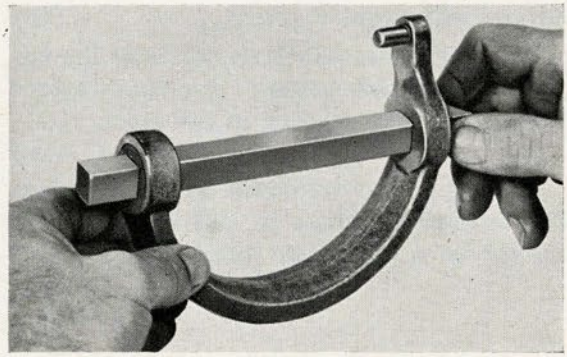
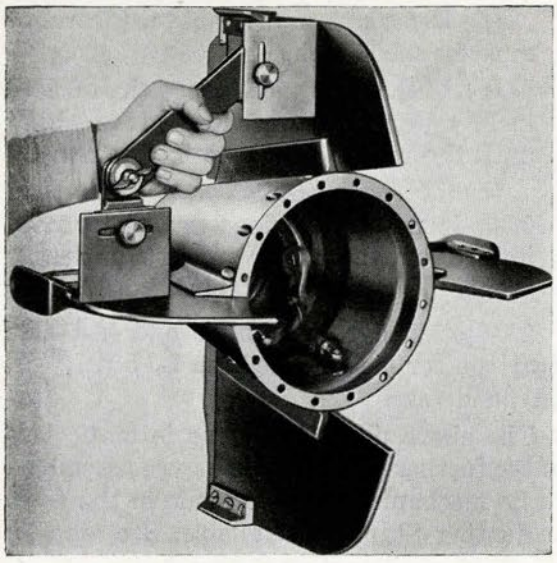

Figure 305
Figure 306
2. Check alignment of depth rudder yoke (Fig. 305). **(WE218)**
4. Work threads of adjusting eyes into threads of rudder adjusting rods with oil (C) until they move easily by hand.
6. Check alignment of tail blades, using tail square (Fig. 306).